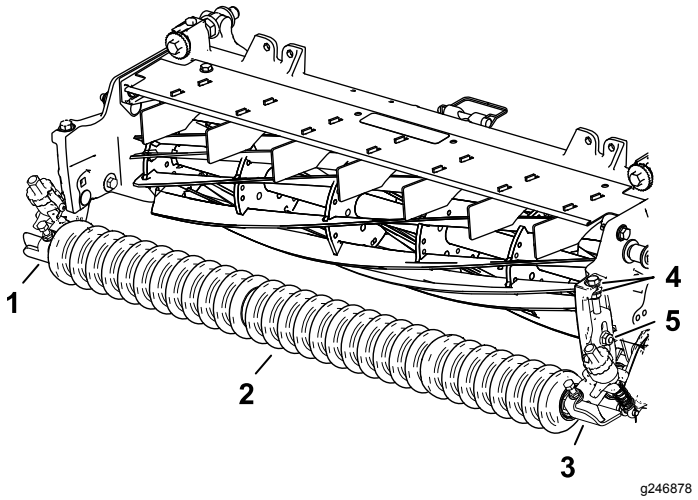

Rysunek 10
1. Luźno zamocuj zespoły lewego i prawego wspornika wysokości cięcia i zespół przedniej rolki do płyt bocznych jednostki tnącej, używając wcześniej wykręconych śrub zamkowych (Rysunek 10).